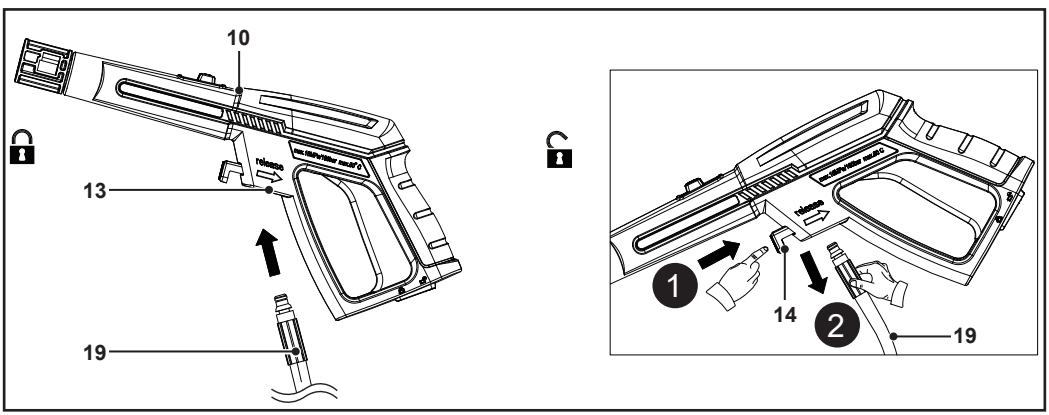

Rys. 6
3. Podłączyć drugi koniec węża ciśnieniowego (19) do przyłącza (13) na pistolecie (10) (rys. 6).
4. Delikatnie pociągnąć wąż ciśnieniowy (19), aby upewnić się, że został on dokładnie podłączony do pistoletu (10).
2. Po zakończeniu pracy nacisnąć spust (11), aby odprowadzić wodę.
3. Nacisnąć i przytrzymać przycisk zwalniający (14), aby odłączyć wąż ciśnieniowy (19) (rys. 6).